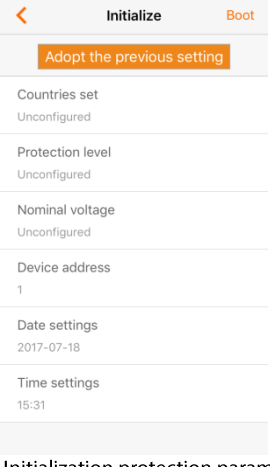

Fig. 10-5 Initialization protection parameter
Step 4 If the inverter is not initialized, you will enter the initialization protection parameter quick setting interface as shown in Fig. 10-5 after the Bluetooth is connected. After setting the quick setting interface, click "Save" and the device will be initialized. The App will send start instructions and the device will start and operate